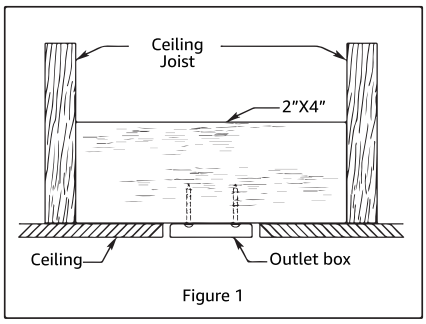
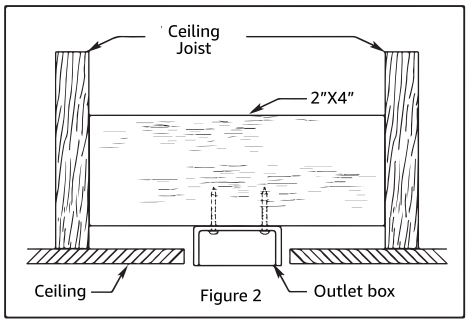
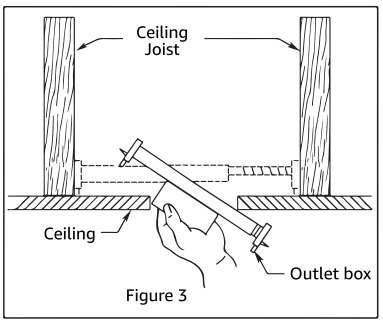

Figure 1
Figure 2
Figure 3
- Your new ceiling fan will require a grounded electrical supply line of AC110~130V/60Hz15 Amp Circuit. Electrical code requires use of a fan-rated outlet box to support the extra weight and motion associated with a ceiling fan. A fan-rated box will be labeled as suchand typically supports up to a 70lbs ceiling fan. Fan-Rated Outlet Boxes vary in rating sand design. Ensure the ratings of your ceiling fan outlet box meet the requirements for the ceiling fan being installed. Figure 1, Figure 2 and Figure 3 depicts different structural configurations that may be used for mounting the outlet box.
- Low-profile use (Figure 1):
- Deep-profile use (Figure 2)
- Brace use (Figure 3)
- IMPORTANT: Using a full range dimmer switch(not included) to control fan speed will damage the fan. To reduce the risk of fire or electrical shock, do not use a full range dimmer switch to control the fan speed(Figure 1).
- Restore electrical power to the outlet box by turning the electricity on at the main fuse box.(Figure 2).
(Figure 1)
(Figure 2)